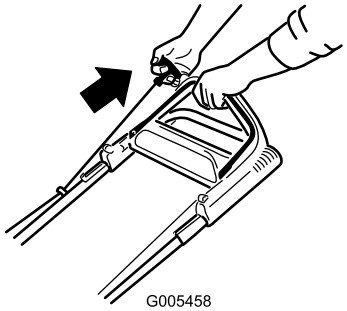

Figur 13
2. Dra i startsnöret (Figur 13).